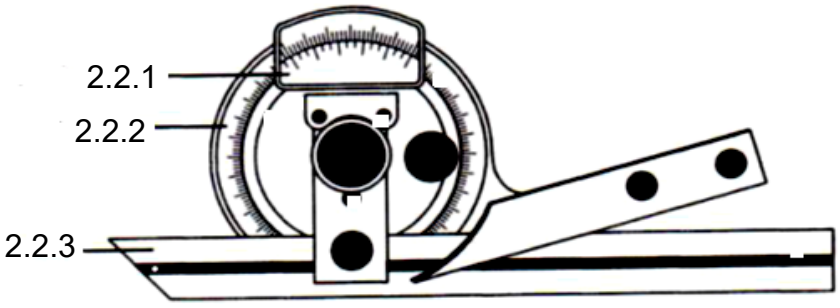

FIGURE 1
2.2 FIGURE 1 depicts a vernier protractor.